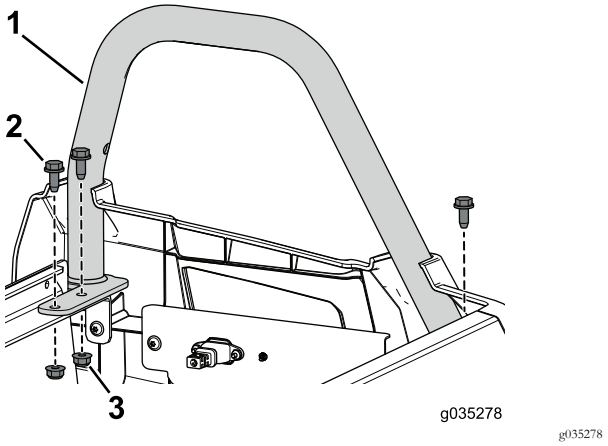

Рисунок 90
12. Используйте 3 фланцевых болта (3/16 x 3/4 дюйма) и фланцевые гайки, снятые ранее, для крепления левого заднего ограничителя для кронштейна основания сиденья в сборе (Рисунок 90).